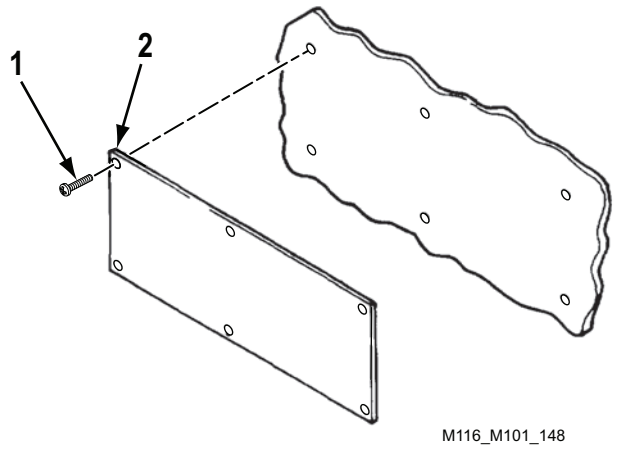

Figure 2. Data Plate Installation.
1. If serial number is missing, add to data plate (Figure 2, Item 2).
2. Install data plate (Figure 2, Item 2) on cargo body or frame with six new screws (Figure 2, Item 1).